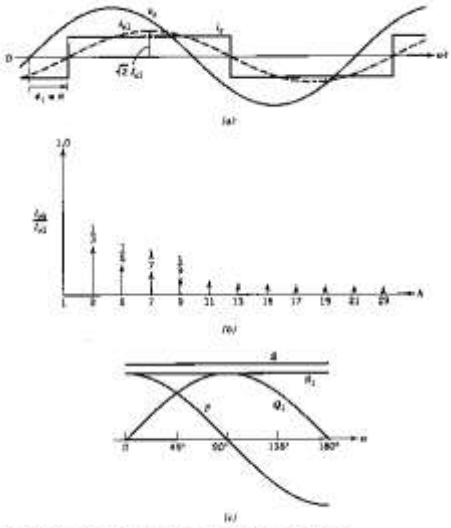

Figure 6-8 The ac-side quantities in the converter of Fig. 6-5.
■ ***Example 6-1*** In the converter circuit of Fig. 6-8*a*, L_s is 5% with the rated voltage of 230 V at 60 Hz and the rated volt-amperes of 5 kVA. Calculate the commutation angle u and V_d/V_{do} with the rate input voltage, power of 3 kW, and $\alpha = 30°$.